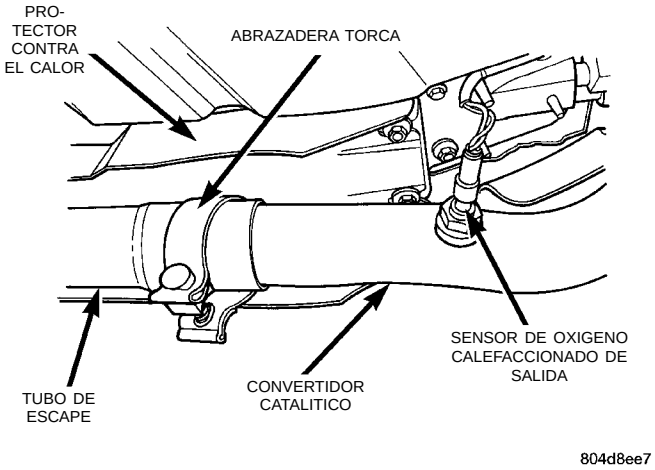

Fig. 7 Conexión del convertidor catalítico al tubo de escape
(3) Desconecte el sensor de oxígeno calefaccionado de salida del tubo del convertidor catalítico.
(4) Retire la abrazadera que fija el convertidor catalítico a la junta de corredera del tubo de escape (Fig. 7). Separe en la junta de corredera.